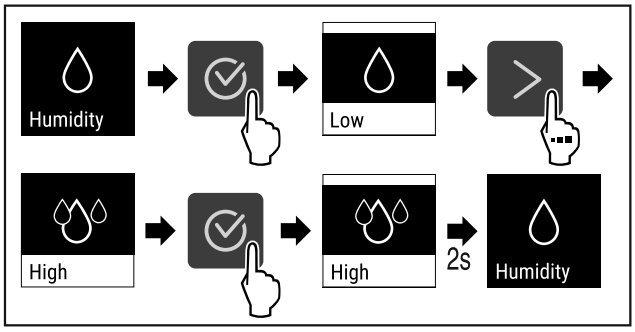

Fig. 75
▶ Suivre les étapes (voir Fig. 75) .